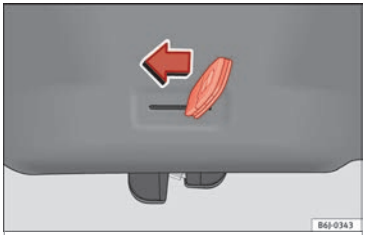

Fig. 7 Apertura de emergencia del portón trasero.
• Introduzca el espadín de la llave en la ranura y desbloquee el sistema de cierre, dirigiendo la llave de derecha a izquierda, tal como indica la flecha ››› fig. 7.